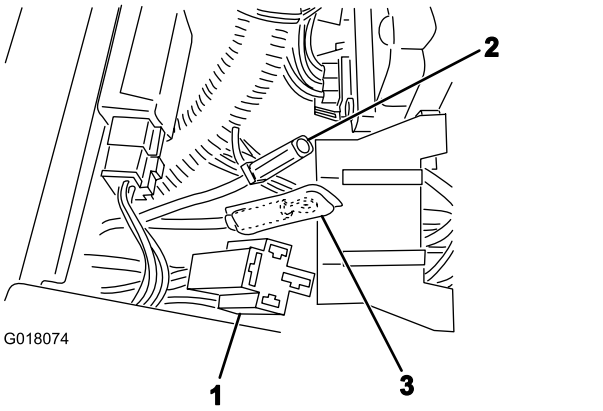
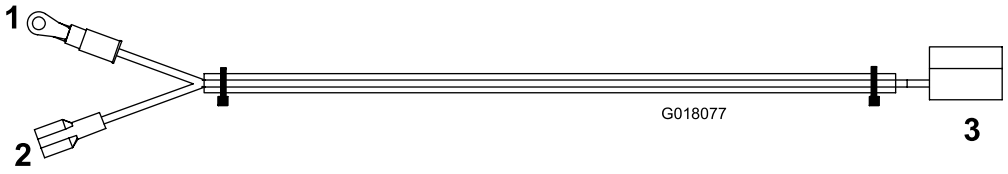

図 12
図 13
1. トラクションユニットのワイヤハーネスのアクセサリ用リレーを、電源リレーに接続する図 12。
2. 補助ヒューズブロックから出ている太い赤いワイヤ図 12を、トラクションユニットのハーネスから出ている対応コネクタに接続する。
4. 黄色のワイヤを、ヒューズブロックのあいているリード線に接続する図 13。
5. トラクションユニットのワイヤハーネスの黒線とキットの黒線を、アースブロックに接続する図 12 と 図 13。